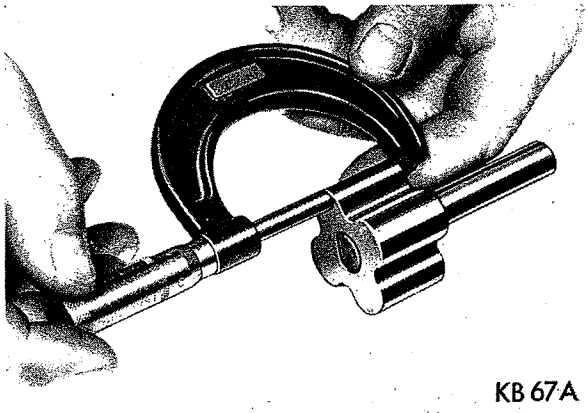

*Fig. 58—Measuring Inner Rotor Thickness*
(4) If inner rotor length measures less than .942 inch (Fig. 58), a new inner rotor should be installed.